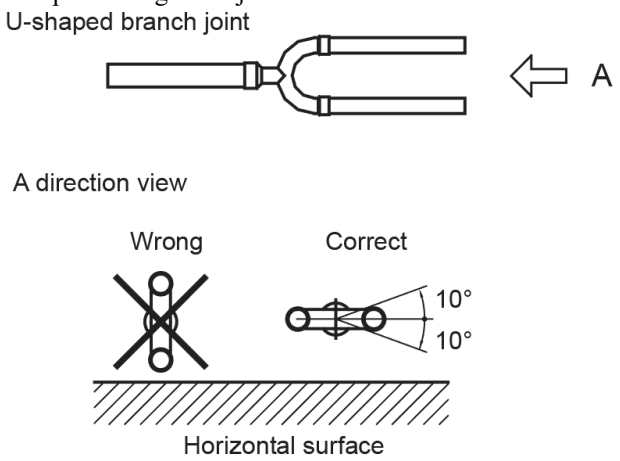

Fig. 23 —Correct Branch Joint Positioning
4. The branch joint must be installed parallel to the ground, and the angle of the joint should not be greater than 10°. Positioning the branch joint more than 10° from parallel can cause malfunctions. See Fig. 23 and 24 for correct positioning of the joint.